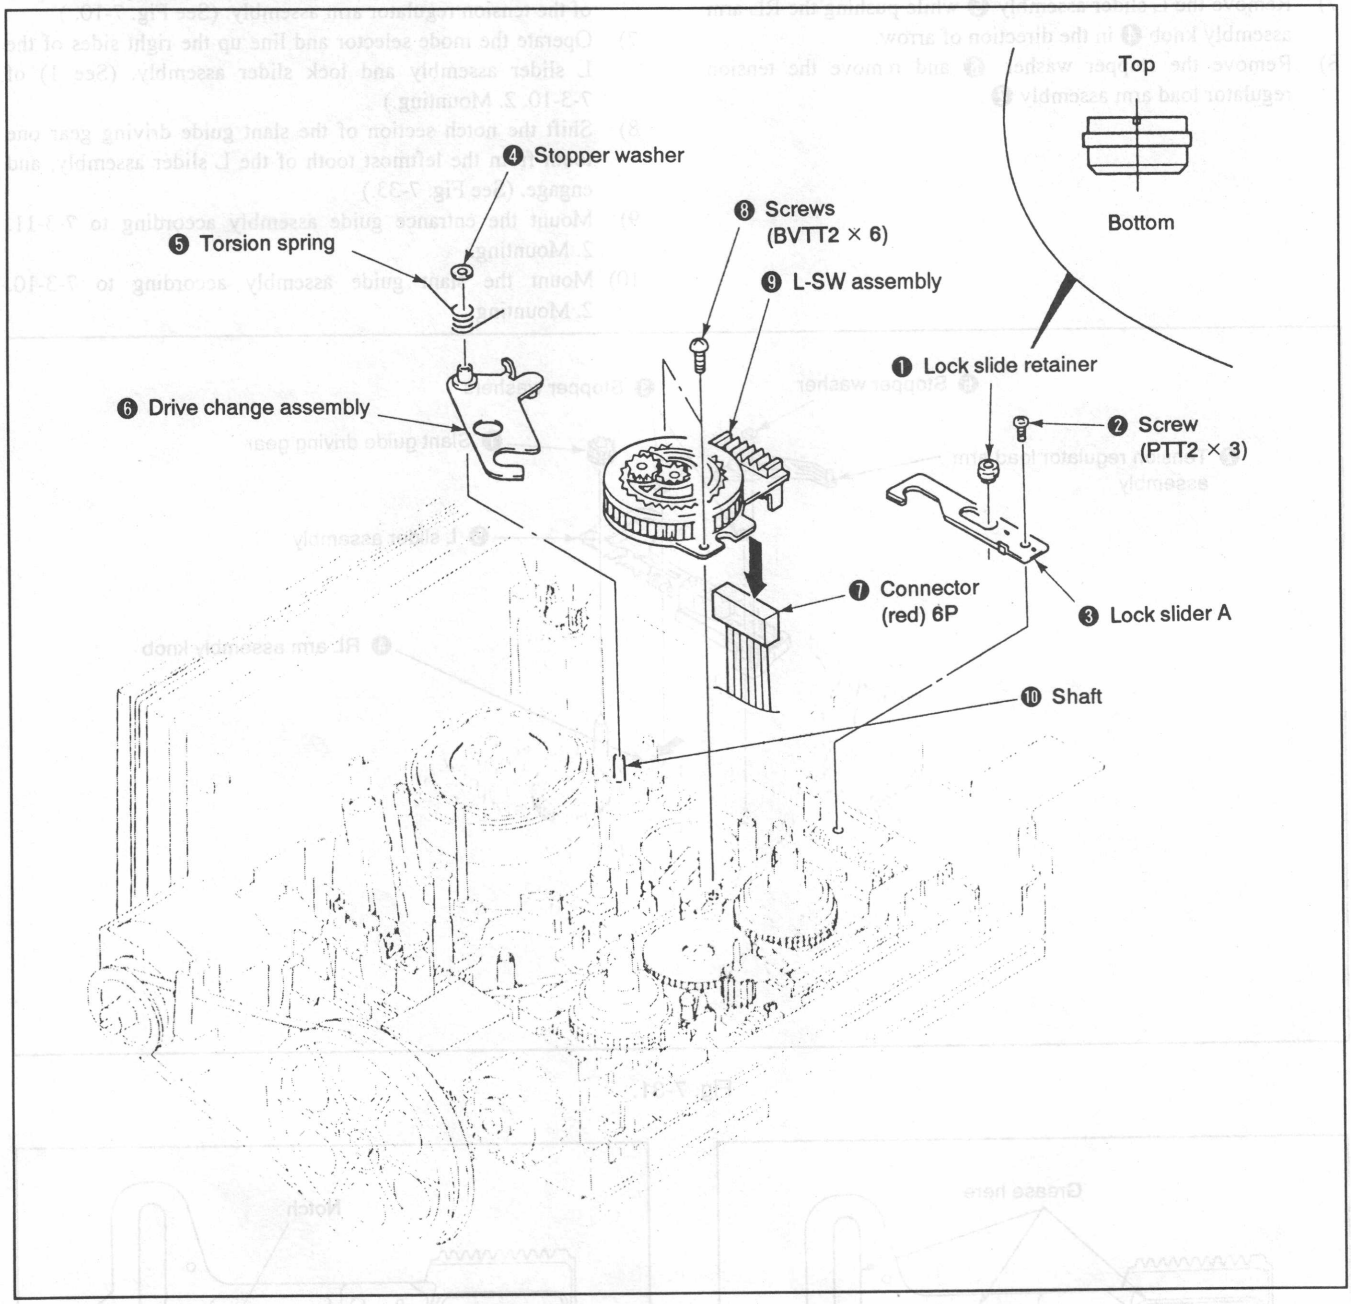

Fig. 7-34.
1. Removal (See Fig. 7-34.)
2. Mounting (See Figs. 7-34. through 7-36.)